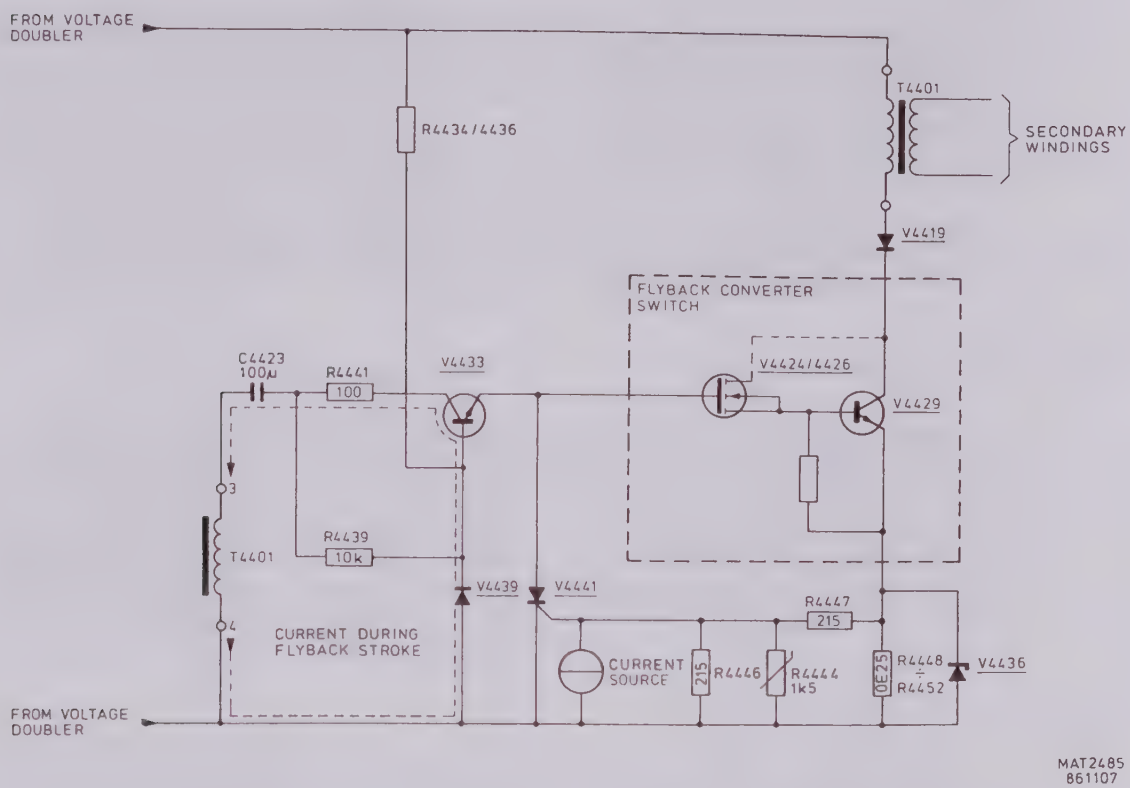

Figure 8.19.3 Simplified diagram of the flyback converter switch.
8.19.4 The flyback converter switch (see also figure 8.19.3)
The switch control is a rather complicated circuit, which will be explained by the simplified circuit diagram of figure 8.19.3.